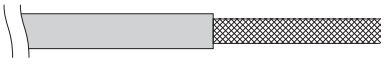

Fig. 4-9
(1) Remova o revestimento dos cabos para não riscar a blindagem trançada. (Fig. 4-9)